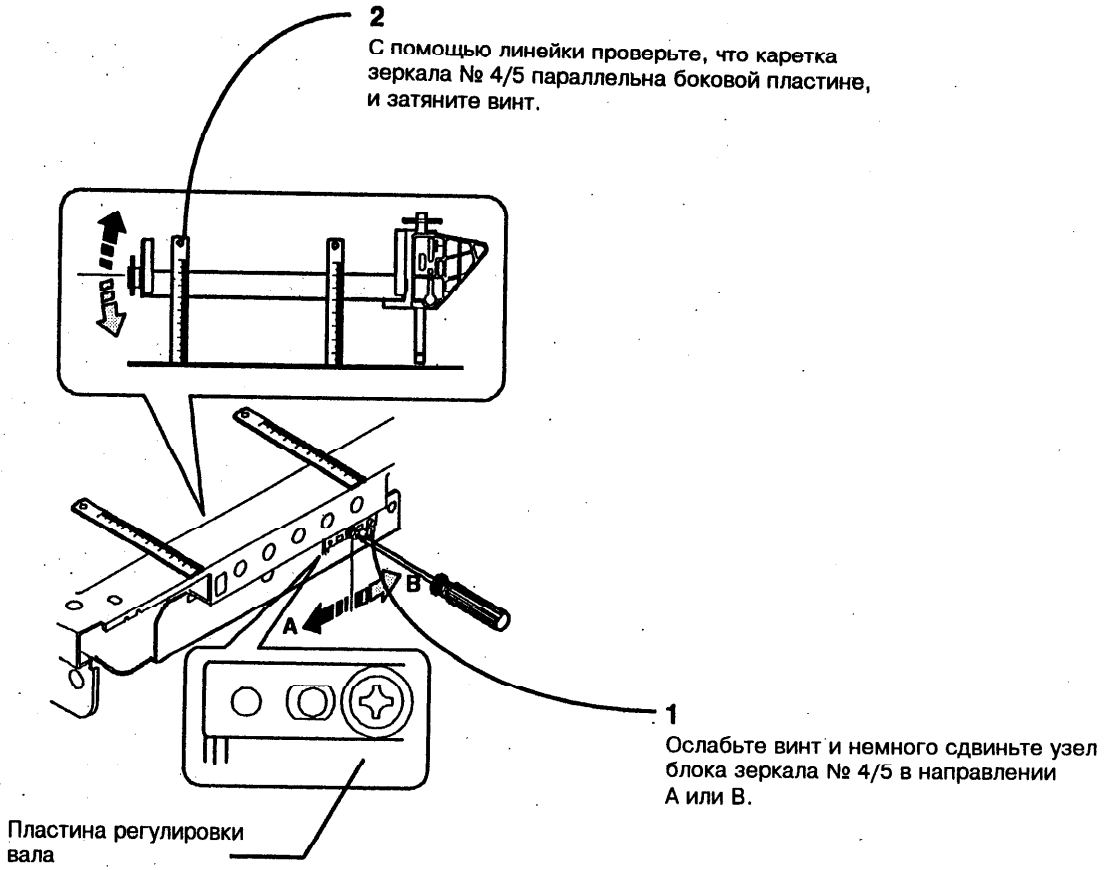

Рис. 1. Установка по центру пластины регулировки вала узла зеркала
2. (Рис. 1): Ослабьте винт на пластине регулировки вала узла зеркала.
3. (Рис. 1): Слегка переместите каретку зеркала № 4/5 в направлении A или B так, чтобы она была параллельна боковой пластине, и затяните винты.